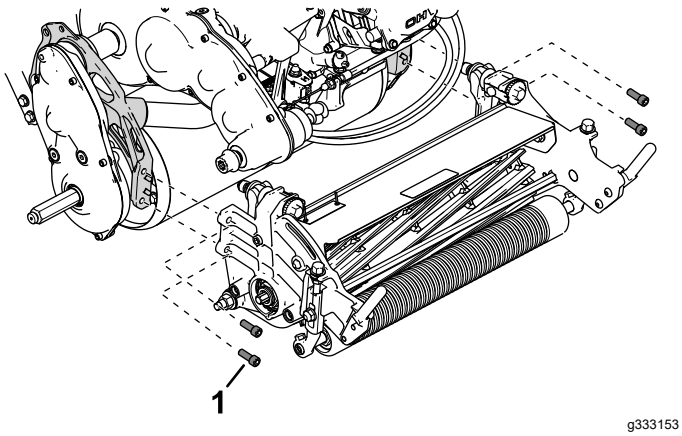

Figuur 44
5. Gebruik 4 inbusschroeven om de maai-eenheid te bevestigen aan het frame (Figuur 44).